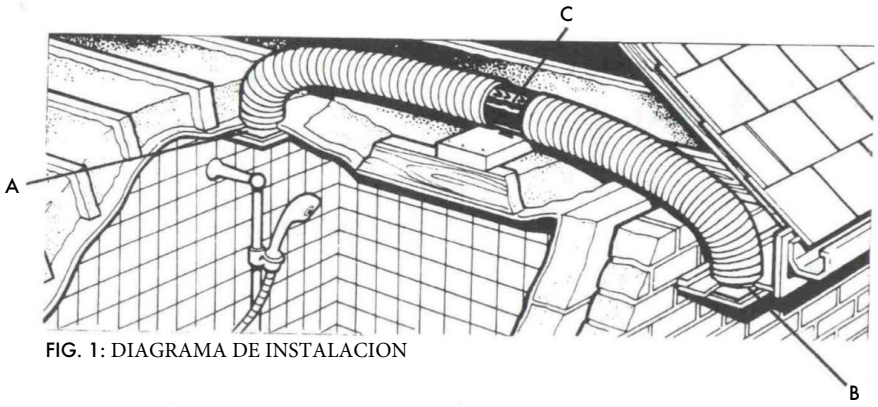

FIG. 1: DIAGRAMA DE INSTALACION
- Afloje los 2 tornillos (D) y levante las bridas (E). Sacar el conjunto carcasa (F) de su alojamiento (F.2)
- Instale el conjunto de soporte y las espigas (G) en la posición (C) (Fig. 1). Para ello es necesario:
- Ubicar el extractor en su lugar de instalación (pared o techo) y marcar los 4 agujeros (H).